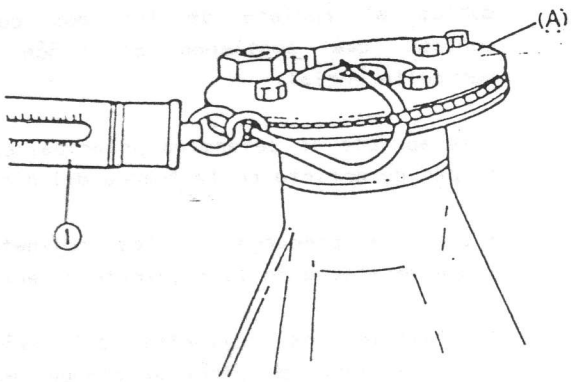

Fig. 16-23
Cuando el piñón de ataque está instalado de manera definitiva en el carter diferencial, debe ofrecer una cierta resistencia al giro, al comprobarlo empleando la herramienta especial (A) representada en la Fig. 16-23.
- Regule la precarga del cojinete lateral durante el ajuste del juego, instale la herramienta especial sobre el piñón de ataque de la manera observada en la Fig. 16-23, y mida con un dinamómetro (1). Si la lectura obtenida en el instante en que comienza a moverse la corona está dentro del gráfico indicado a continuación, se considera la precarga del cojinete lateral como aceptable. Con respecto al gráfico, por ejemplo, cuando la precarga del cojinete del piñón de ataque medido de la manera observada en la Fig. 16-23 es de 2,6 Kg., la precarga del cojinete del piñón de ataque medido en kg. + la precarga de los cojinetes laterales de la corona, debe ser de 2,8-3,2 kg.